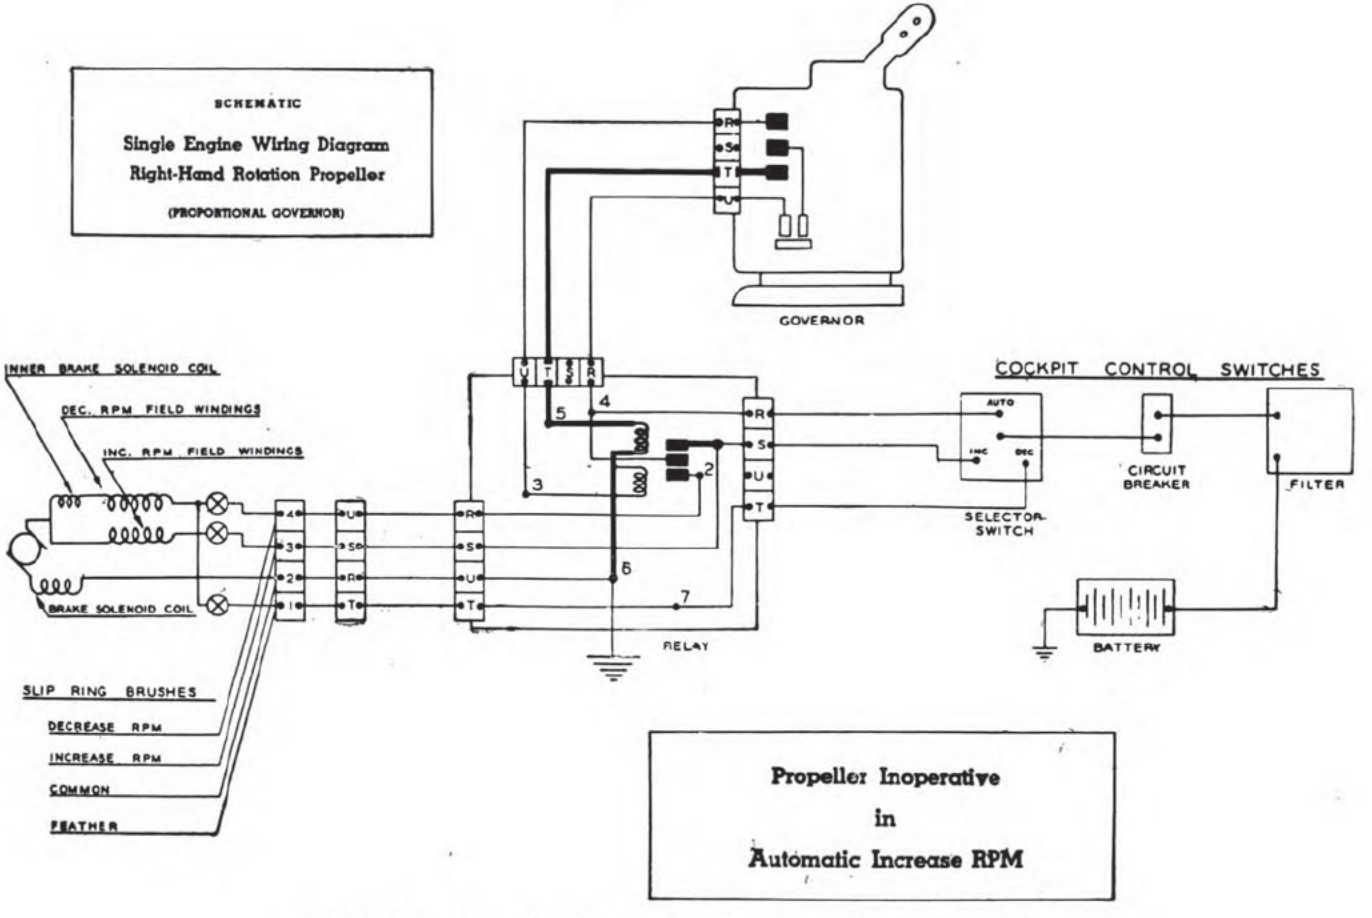

Figure 71.—Propeller inoperative in automatic increase RPM.
Propeller inoperative in automatic constant speed increase rpm circuit. All other circuits operate, including the decrease rpm circuit of the automatic constant speed control. (See fig. 71.)	(1) If propeller operates with connector bridged from "U" to "T", the cause is: